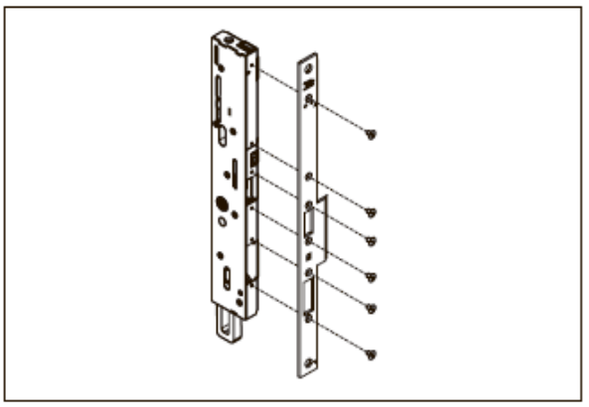

Рис. 31 Привинчивание лицевой планки
2. При необходимости привинтите лицевую планку к замку с усилием 1,5 Н·м (рис. 31).